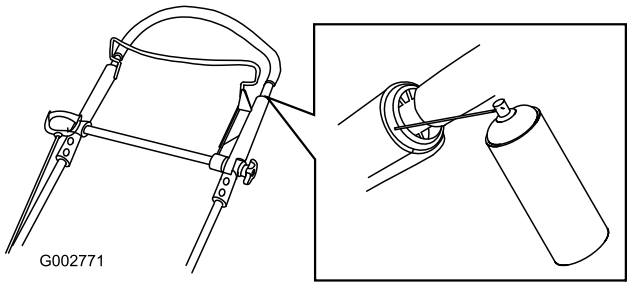

Figuur 30
1. Spuit het plastic uiteinde van de binnenste handgreep in (Figuur 30).